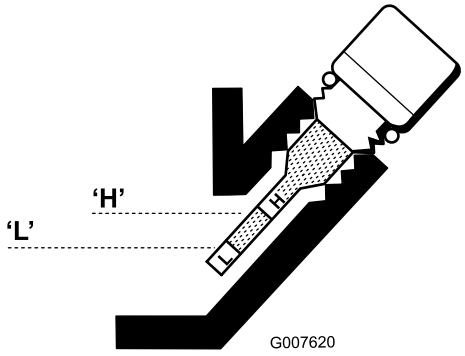

Figur 20
5. Hvis oliestanden er lav, skal du fylde så meget olie på, at standen er mellem H- og L-mærkerne på målepinden (Figur 20). **Fyld ikke for meget på.**